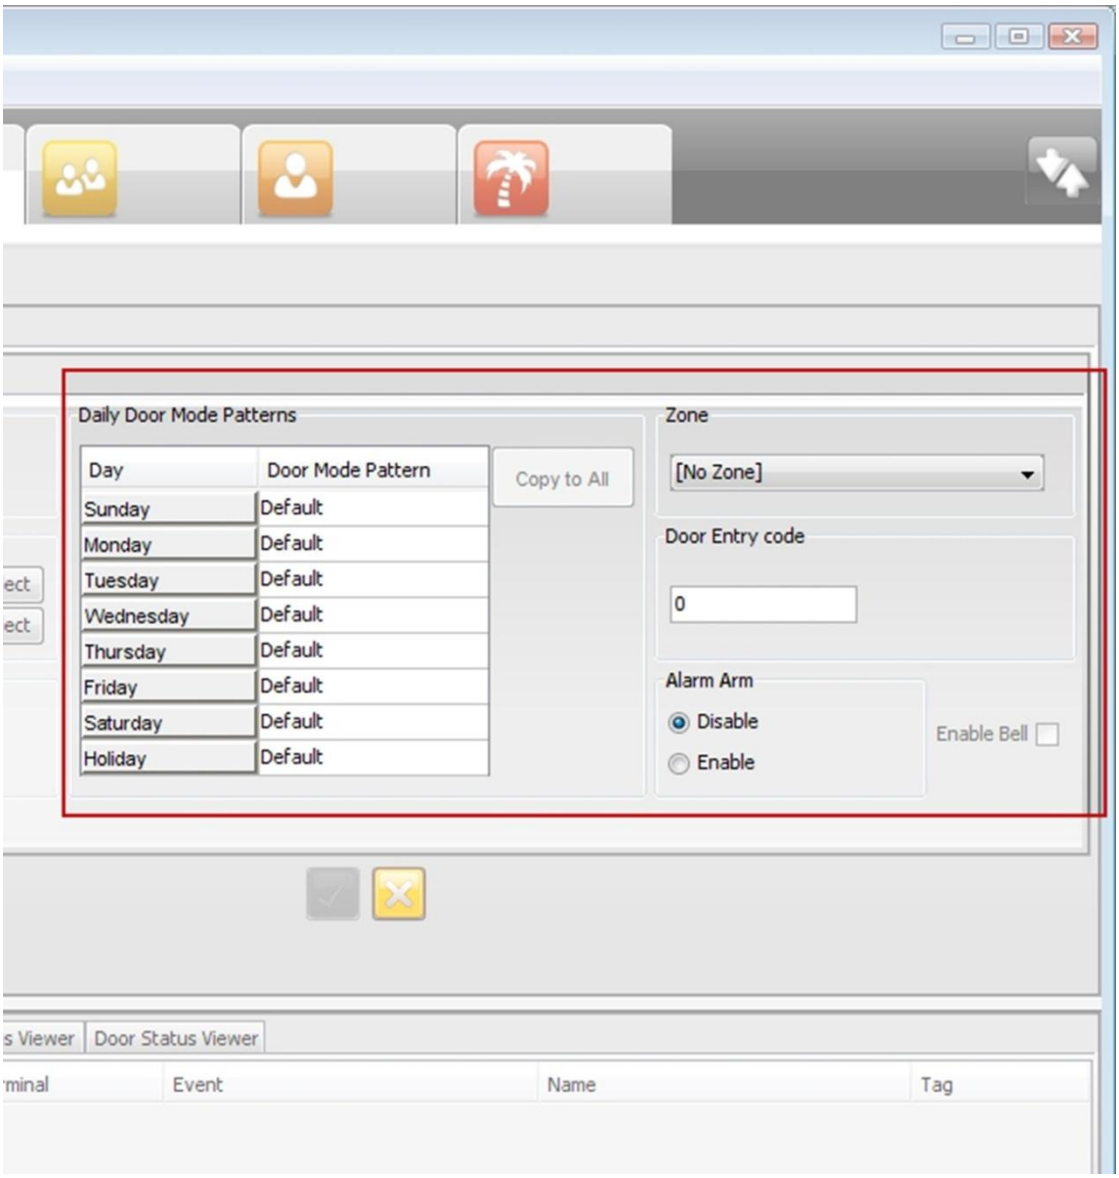

Figure 7 – Right-hand Side of the Door Configuration Pane
2. In the **Daily Door Mode Patterns Group (see** Figure 7**)**, make your selections from the Day's Door Mode Pattern drop-down lists.